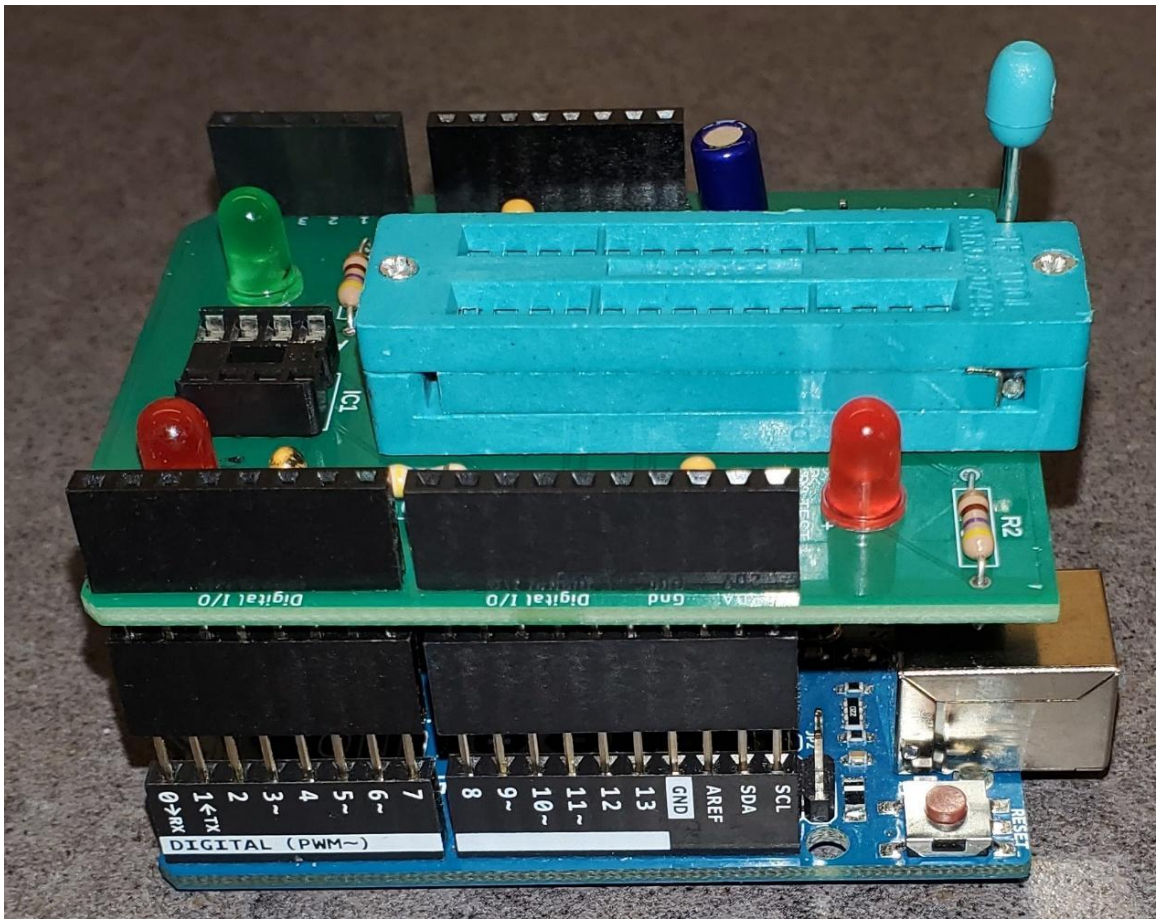

Figure 1. Assembled Programmer.
The programmer consists of an Arduino Uno (R3), a set of stacking headers, and an assembled custom shield board. The picture in figure 1 shows an optional ZIF socket for programming 28 pin Atmega328(P) chips. An ordinary 28 pin socket may be used; however, care must be taken when inserting the large chip into the socket in order that the pins not get bent in the insertion process.